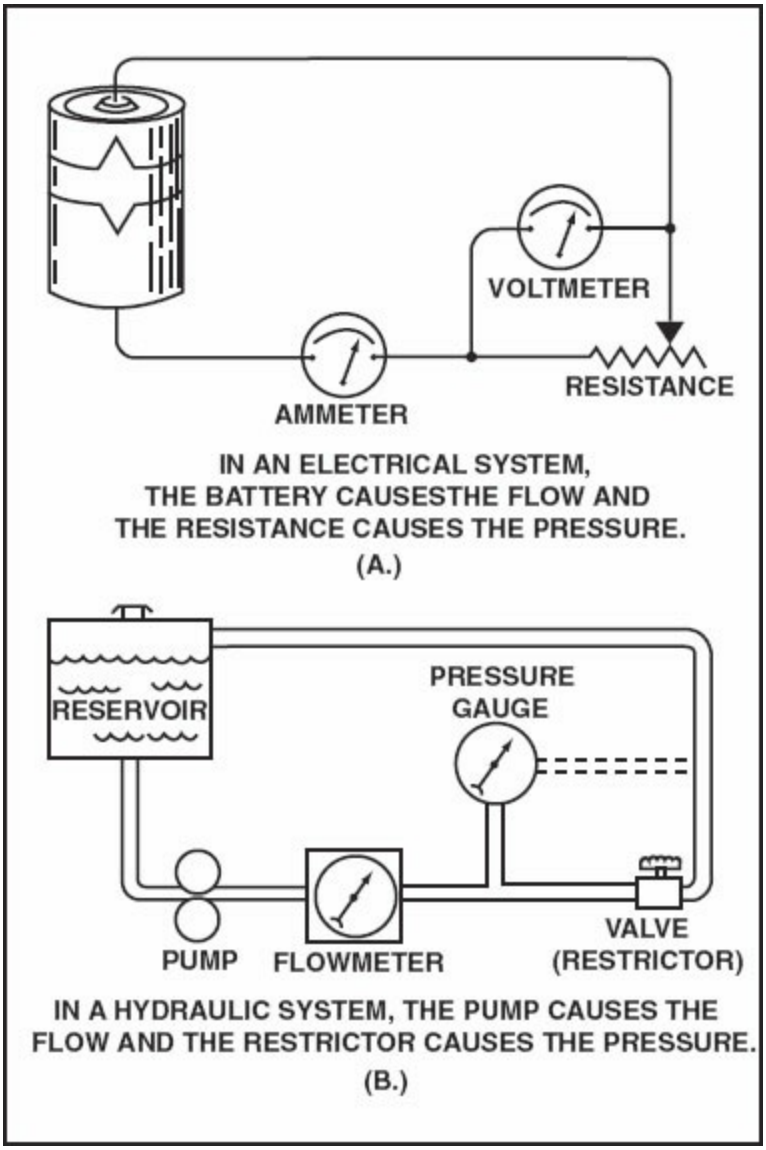

Figure 8-29. A basic hydraulic system is similar to a basic electrical circuit.
In Figure 8-29(A) is a very simple electrical system, consisting of a battery,
an ammeter, a voltmeter, and a resistor. The ammeter measures the flow of electrons in the circuit, and the voltmeter measures the voltage (pressure) drop across the resistor. The hydraulic system in Figure 8-29(B) is very similar in its operation. The pump moves the fluid through the system and may be compared to the battery that forces electrons through the circuit. The flowmeter measures the amount of flow, the valve acts as a variable opposition to the flow, and the pressure gauge measures the pressure drop across the valve. [Figure 8-29]